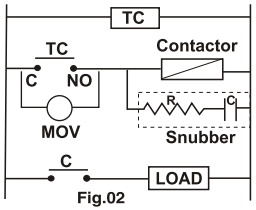

Fig.02
2. For bigger loads, use interposing relay / contactor **(refer fig.02)**